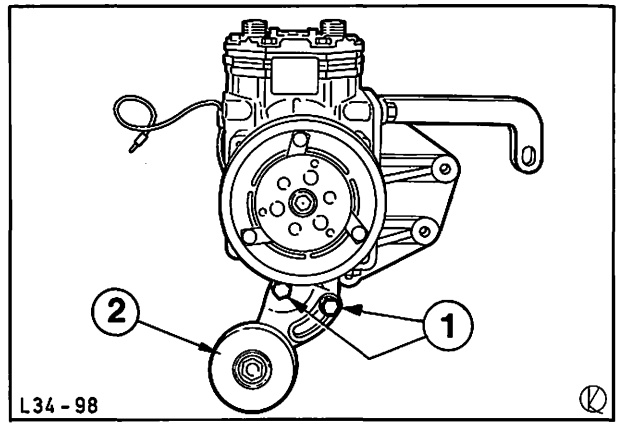

Abb. 15 1 Diese Schrauben lösen
2. Keilriemen vom Kompressor abbauen, dazu Spannrolle, Abb. 15, lösen (2 Schrauben).